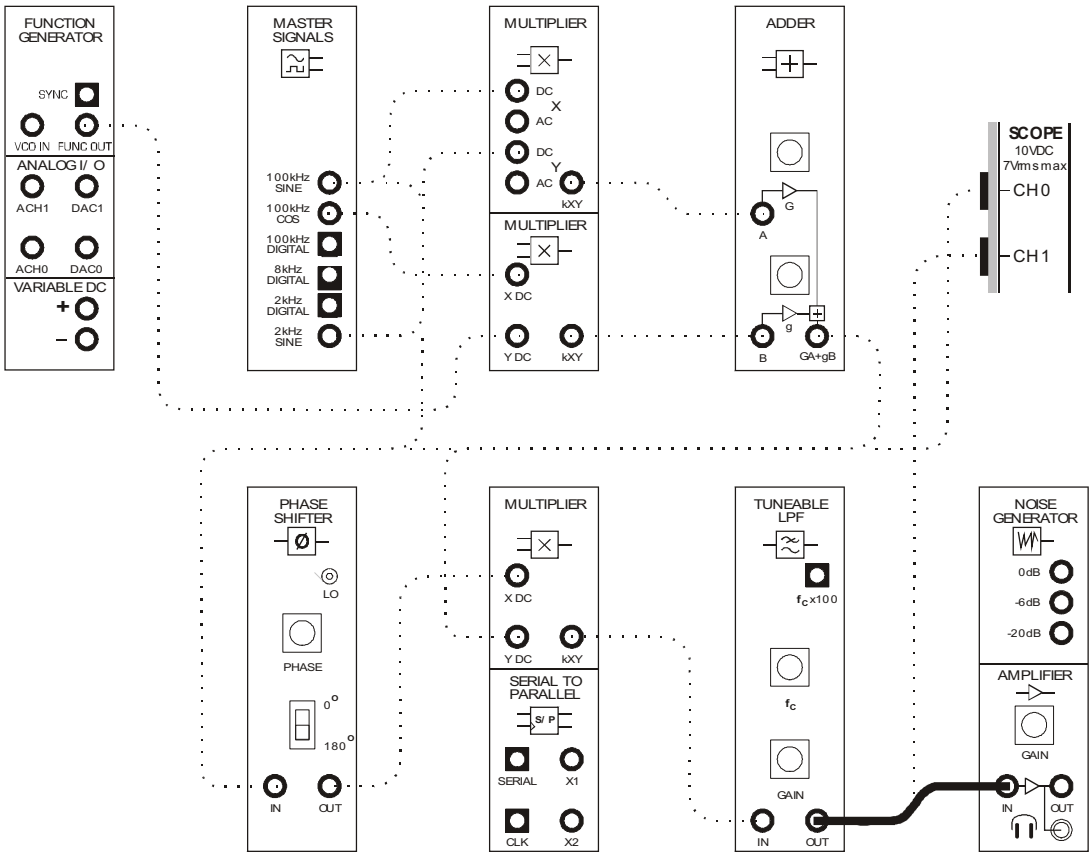

Figure 12
44. Modify the set-up as shown in Figure 12 below.